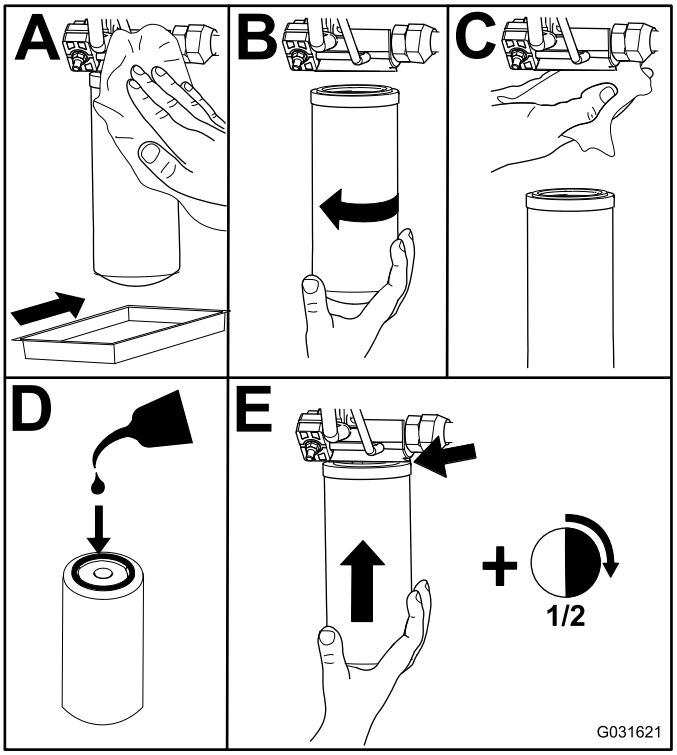

Figuur 73
2. Vervang de hydraulische filters (Figuur 73).